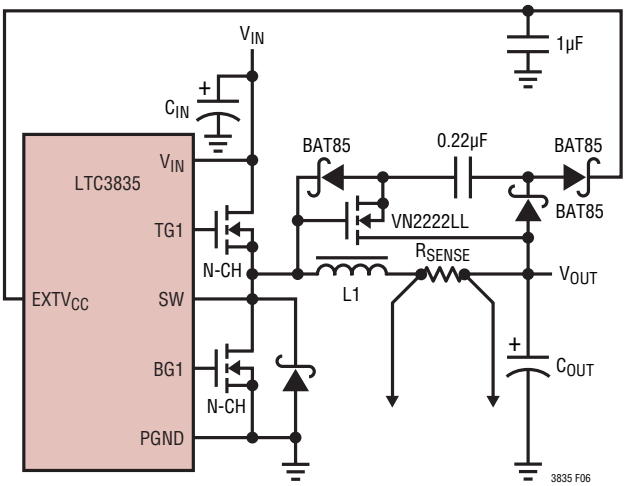

Figure 6. Capacitive Charge Pump for $EXTV_{CC}$
The optional Schottky diode D1 shown in Figure 6 conducts during the dead-time between the conduction of the two power MOSFETs. This prevents the body diode of the bottom MOSFET from turning on, storing charge during the dead-time and requiring a reverse recovery period that could cost as much as 3% in efficiency at high V_{IN}. A 1A to 3A Schottky is generally a good compromise for both regions of operation due to the relatively small average current. Larger diodes result in additional transition losses due to their larger junction capacitance.
4. $EXTV_{CC}$ Connected to an Output-Derived Boost Network. For 3.3V and other low voltage regulators, efficiency gains can still be realized by connecting $EXTV_{CC}$ to an output-derived voltage that has been boosted to greater than 4.7V. This can be done with the capacitive charge pump shown in Figure 6.